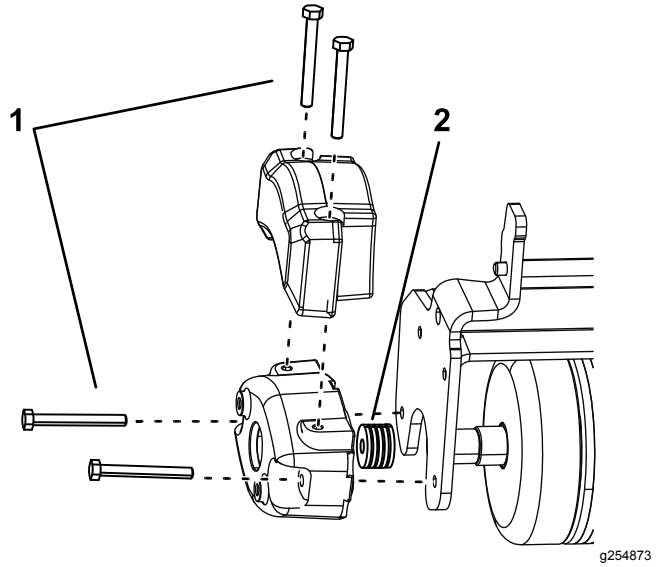

Rysunek 5
2. Wkręć 2 śruby (5/16-18 x 2¾ cala) w sposób pokazany na Rysunek 5.
3. Umieść 4 podkładki (⅛ cala, 3 mm) na każdej śrubie między przeciwwagą a płytą boczną walca Tri-Roller (Rysunek 5).